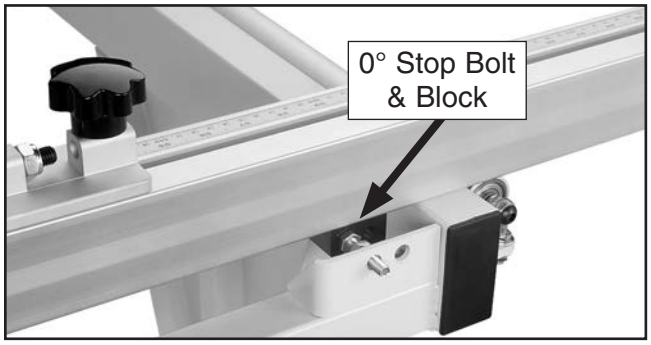

Figure 108. Stop block against 0° stop bolt.
1. Position crosscut fence on crosscut table, and rotate it until fence touches 0° stop bolt (**Figure 108**).